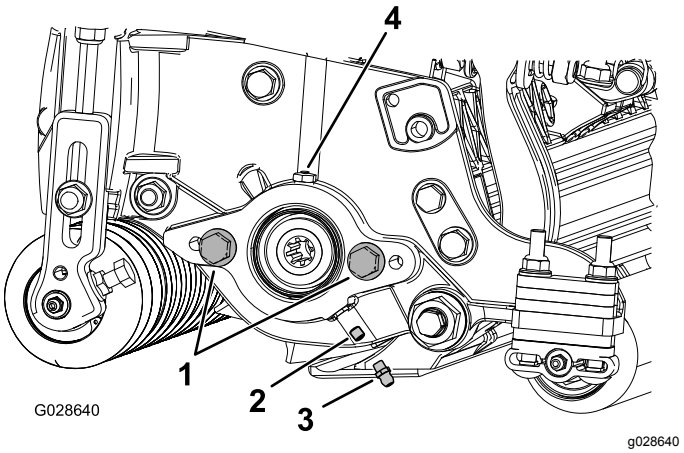

Figure 6
1. Retirez et mettez au rebut la vis de fixation sur la plaque latérale du moteur de cylindre (Figure 6).
2. Montez les graisseurs droits (Figure 6).
3. Si la plaque latérale du moteur de cylindre ne comporte pas de vis de fixation, mettez-les en place (Figure 6).
5. Posez le moteur de cylindre et graissez la plaque latérale jusqu'à ce que l'excédent de graisse ressorte par l'orifice de graisse (Figure 6).